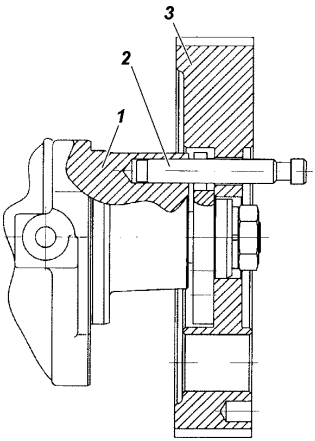

Рис. 9.37. Фиксация шкива ТНВД штифтом:
6. Зафиксировать шкив ТНВД с помощью штифта-центратора ТНВД ЗМ 6999-4119, как показано на рис. 9.37, при необходимости совместив отверстие в корпусе ТНВД с пазом ступицы шкива ТНВД.